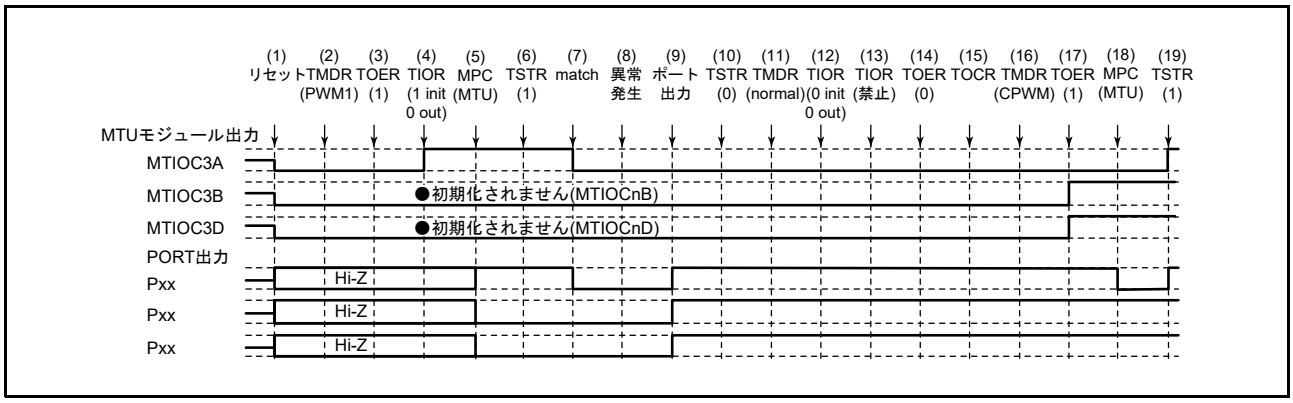

図 22.164 PWM モード 1 で異常が発生し、相補 PWM モードで復帰する場合
PWM モード 1 で異常が発生し、再設定後相補 PWM モードで再スタートする場合の説明図を図 22.164 に示します。
(1) ～ (14) は図 22.164 と共通です。
(15) TOCR1A、TOCR2A（TOCR1B, TOCR2B）レジスタでリセット同期 PWM の出力レベルと周期出力の許可 / 禁止を選択してください。
(16) リセット同期 PWM を設定します。
(17) TOERA（TOERB）レジスタで MTU3、MTU4（MTU6, MTU7）の出力を許可してください。
(18) MPC と I/O ポートのポートモードレジスタ（PMR）で MTU 出力としてください。
(19) TSTRA（TSTRB）レジスタで再スタートします。